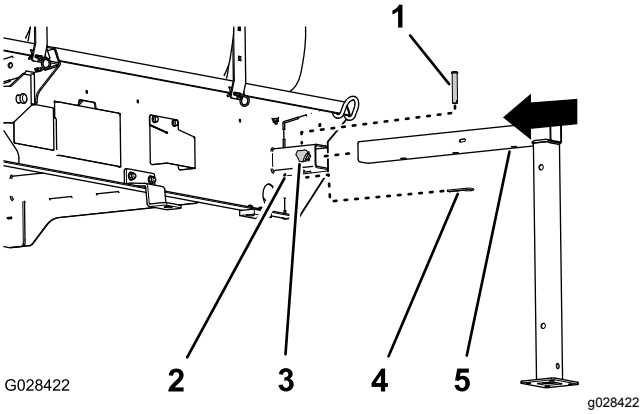

**Figur 105**
1. Rett inn den fremre jekkstøtten med jekkstøttemottakeren foran på tanken (Figur 105).
2. Skyv jekkstøtten inn i mottakeren helt til det midtre hullet på det horisontale jekkstøtterøret er justert med hullet på toppen av mottakeren (Figur 105).
4. Skru en låseknott inn i mottakeren og stram til knotten for hånd (Figur 105).